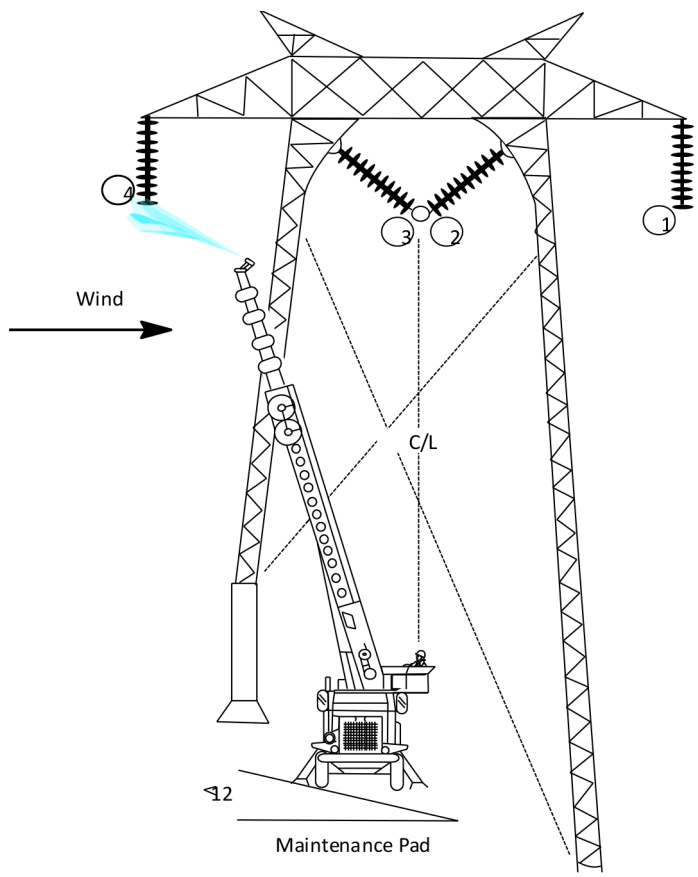

Figure 5.12.3. Production Washer Position and Sequence for 500 kV Structures.
1. For a 500 kV suspension structure, back the production washer to a position approximately 20 feet away from the structure on the upwind side. Position the boom operator's chair directly under the center phase or slightly to the upwind side, if a crosswind is involved. (See Figure 5.12.3.) Position the truck approximately 30° toward the passenger side of the line to allow all three phases to be washed without hitting the boom rotation stop. This is located at the seven o'clock position on the boom turret.